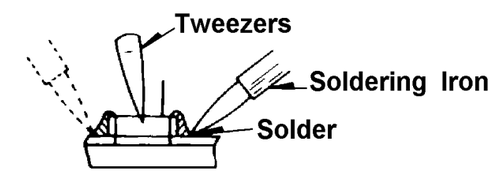

Fig. 2-3 - Chip Component Installation
b. Hold the component in position with tweezers and solder the electrodes as shown (Fig.2-3).